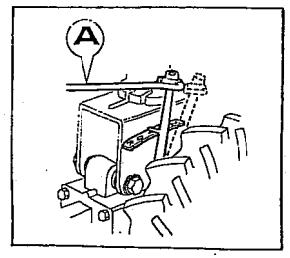

Fig. 8
b) Situar la palanca de cambio «A» (Fig. 8) en: